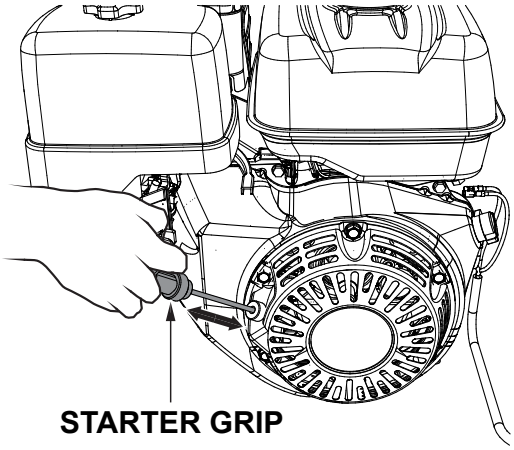

Figure 37. Starter Grip
6. Slowly pull the starter grip (Figure 37) until resistance is felt, then pull briskly and smoothly to start the engine. Gently return the starter grip to its original position.